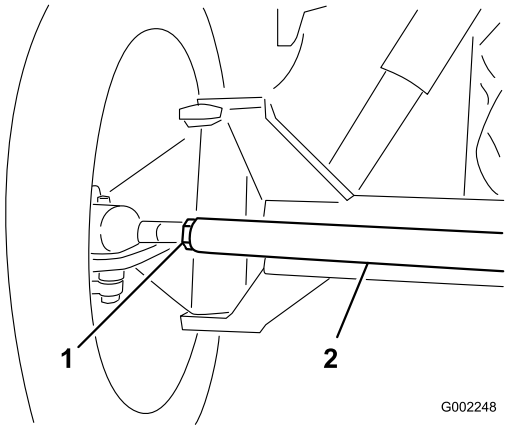

Figur 50
3. Hvis målingen ikke falder inden for de specificerede mål, skal kontramøtrikkerne løsnes i begge ender af forbindelsesstangen (Figur 50).